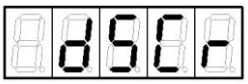

Рисунок 23
4. Нажать кнопку ← или →. На индикаторе появится обозначение "dSCr" (рисунок 23).